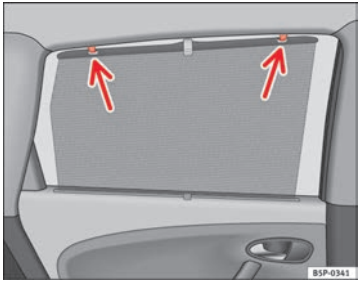

Fig. 82 Tendina porta posteriore
– Srotolare la tendina e fissarla ai ganci sul telaio superiore della porta ⇒ fig. 82. ■